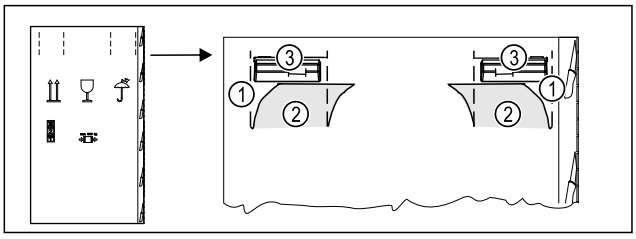

Fig. 5
▶ Iespiediet iepakojuma kartonu augšā pie perforējuma *Fig. 5 (1)*.
▶ Izvelciet iespiestās plāksnītes *Fig. 5 (2)*.
▷ Labajā un kreisajā pusē ir redzams pārvietošanas rokturis *Fig. 5 (3)*.
▶ Turiet ierīci aiz pārvietošanas rokturiem *Fig. 5 (3)*.